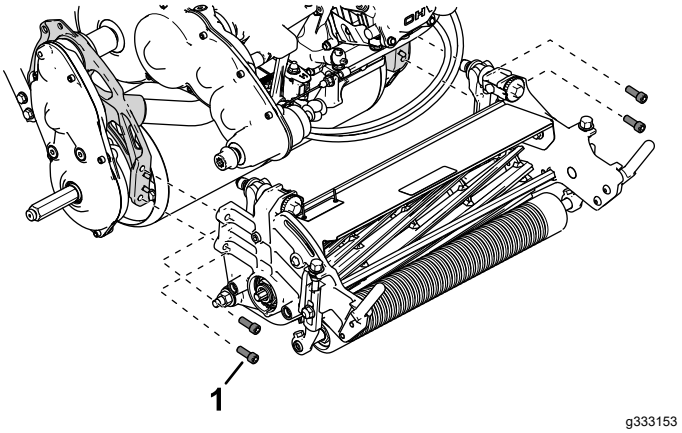

Figur 50
4. Fjern de unbrakoskruer, der fastgør klippeenheden til stellet (Figur 50).